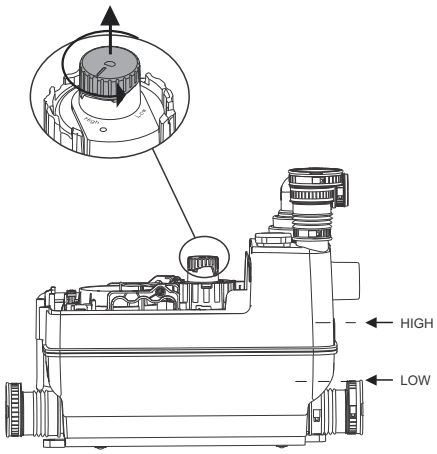

Fig. 1 Setting the start level
3. Turn the pressure switch 30 to 45 ° clockwise to loosen it from motor flange (pos. 156), and remove it.
7. C-3: Set the start level by means of the selector switch. See fig. 1.